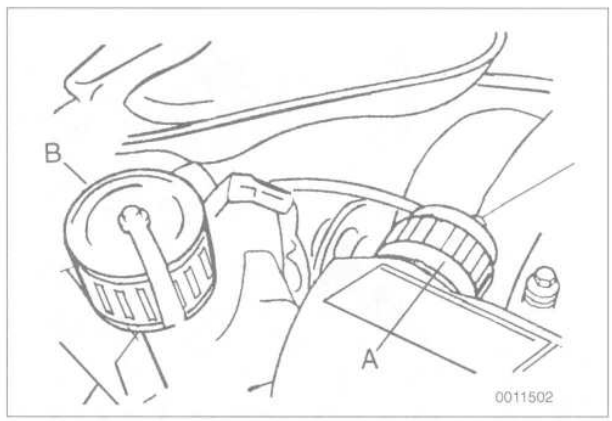

Fig. 50. Main wiring harness connector (**A**) and diagnostic connector (**B**).
- separate main harness plug and set wiring harness aside, see Fig. 50.